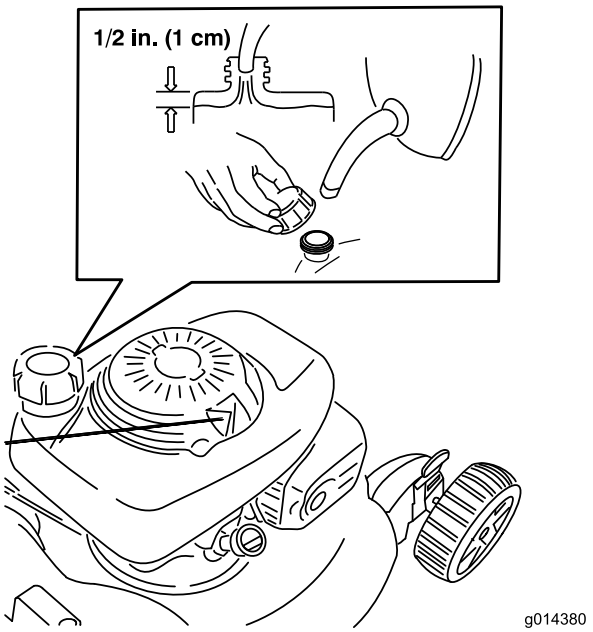

Bild 9
1. Reinigen Sie den Bereich um den Tankdeckel und nehmen den Deckel ab (Bild 9).